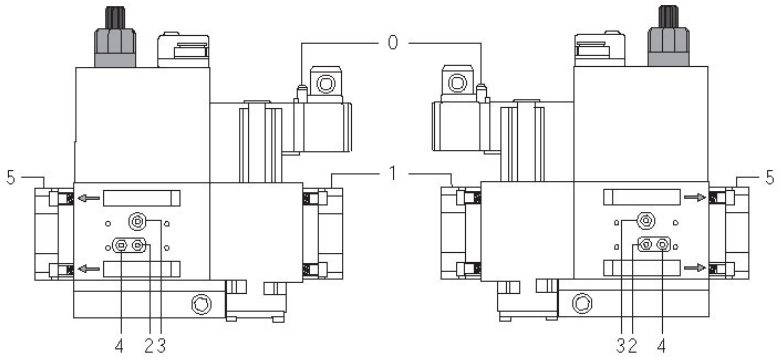
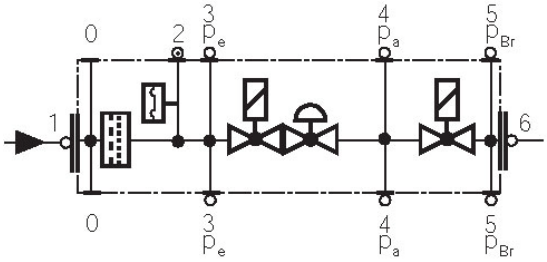

Fig. 28
Fig. 29
- Pulire o sostituire il filtro se la differenza di pressione fra i punti 1 e 2 (Fig. 28-Fig. 29) $\Delta p > 10$ mbar.